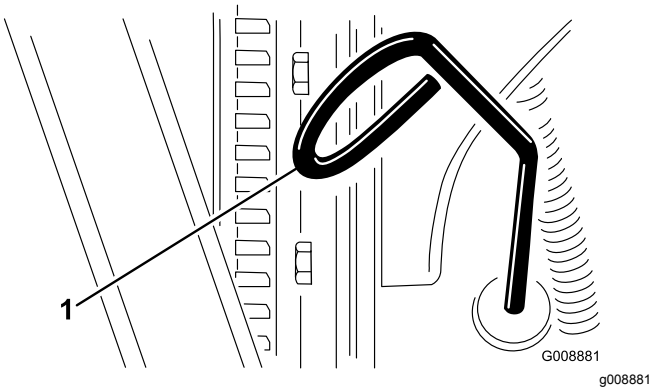

Rysunek 36
2. Wyciągnij bagnet (Rysunek 36) i przetrzyj go czystą szmatką.